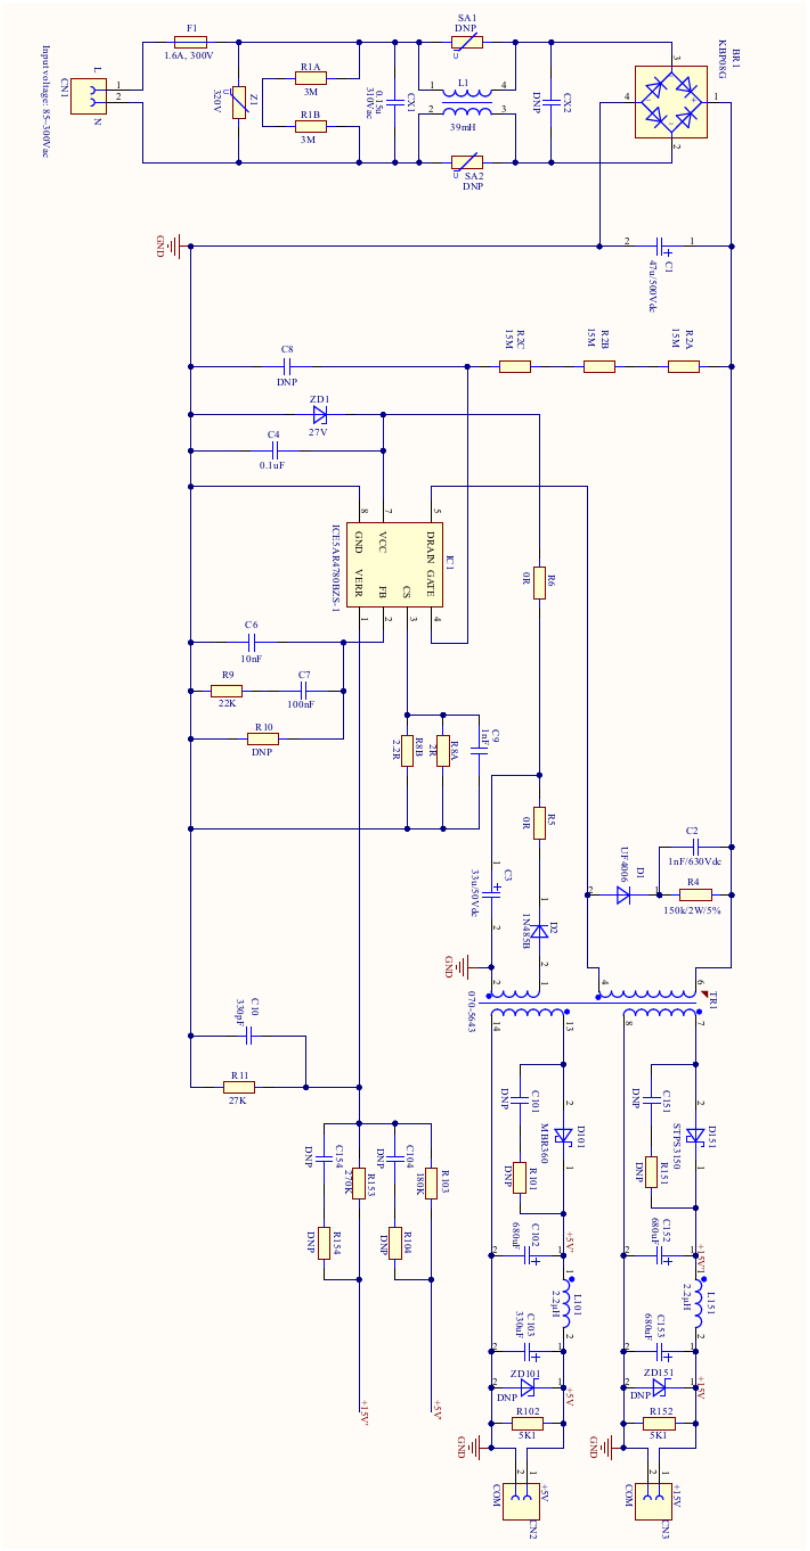

Figure 20 Schematic of REF_5AR4780BZS-1_14W1
In an SMPS, the PCB layout is crucial to a successful design. Recommendations (see Figure 20) are as follows:
b) 700/800 V traces (DRAIN pin of CoolSET™ IC1, see Figure 20) to nearby traces: greater than 3 mm.